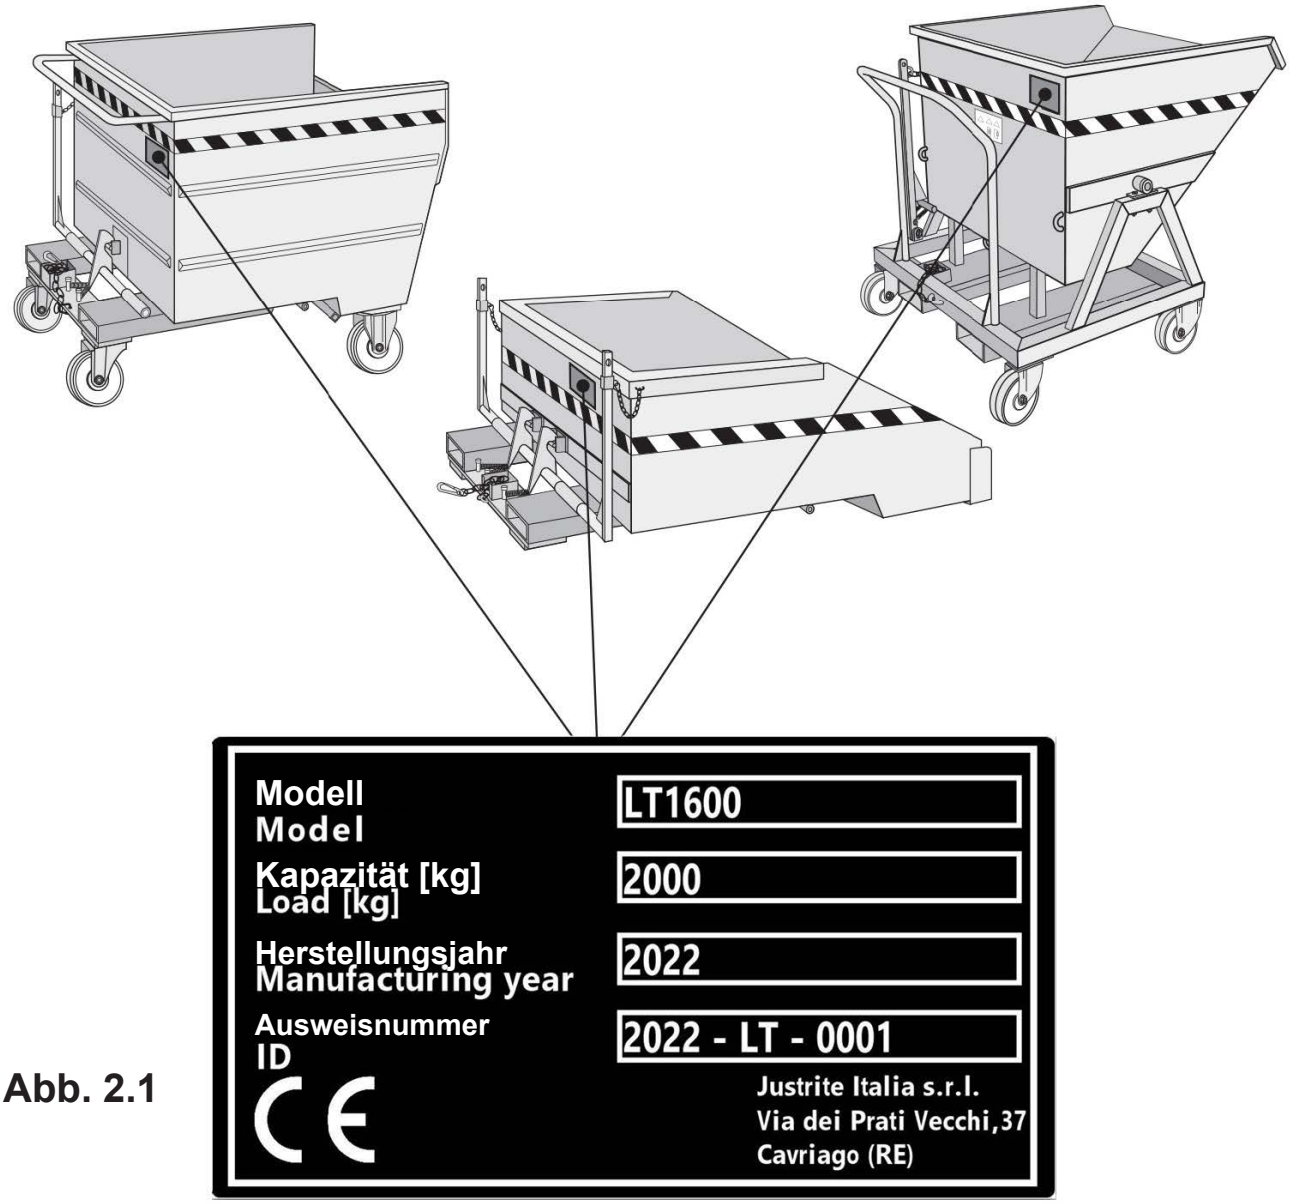

Abb. 2.1
- Fig. 2.1 indicates the MARKING plate attached to the front cross member.